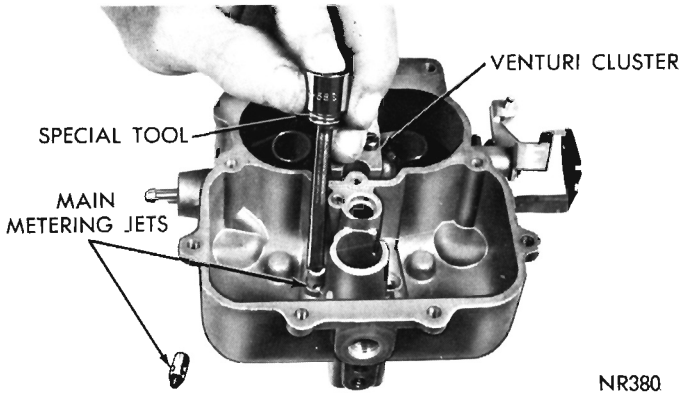

Fig. 3—Removing or Installing Main Metering Jets
(12) Remove main metering jets (Fig. 3).
(6) Install main metering jets. Tighten securely. (Fig. 3.)